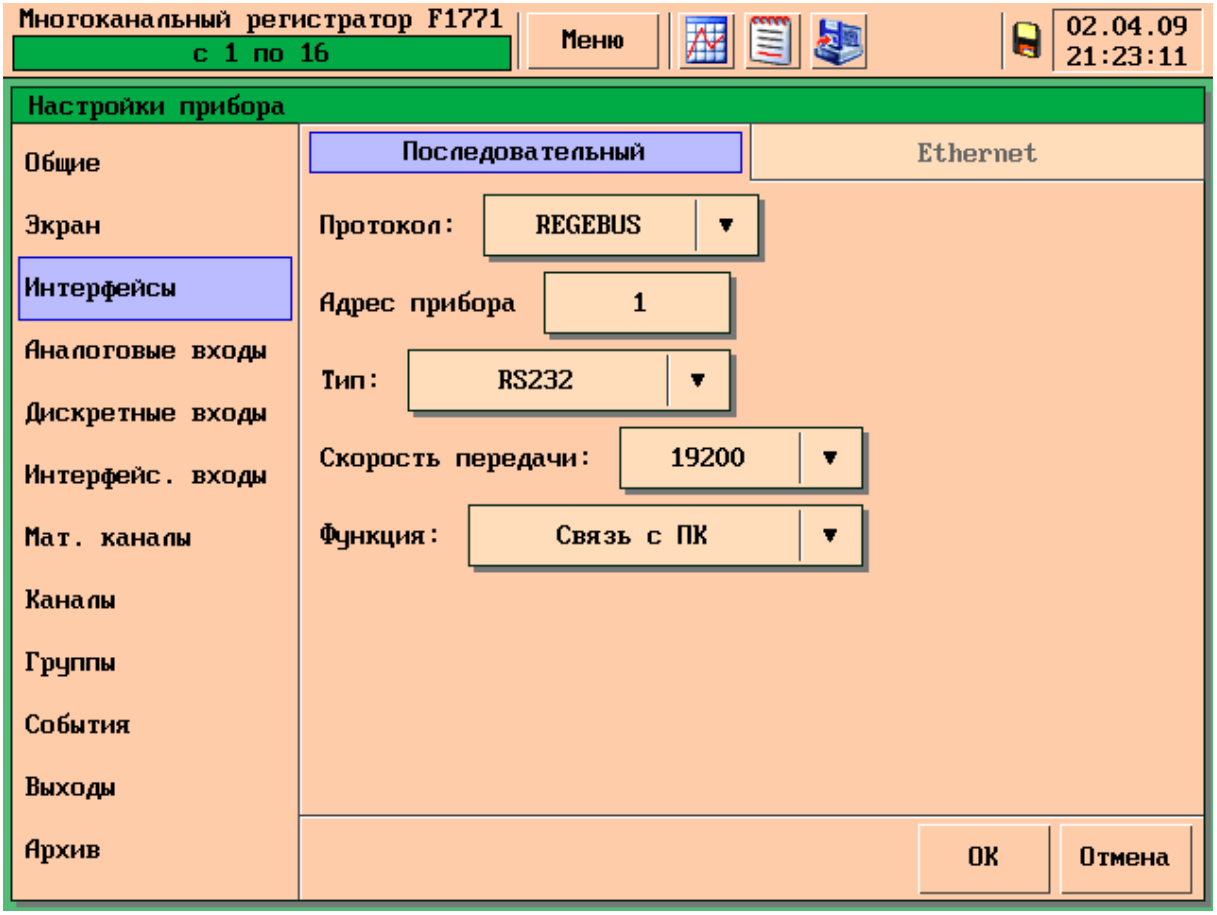

Рисунок 32 – Раздел меню «Интерфейс», вкладка «Последовательный»
5.5.1 Настройка параметров подключения по последовательному интерфейсу RS 232/485 настраивается во вкладке «Последовательный», рисунок 32.